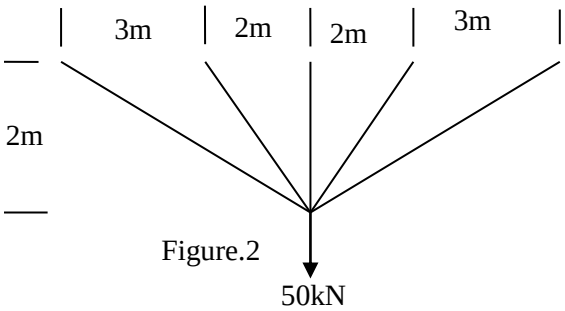

Figure.2
Q.4 Analyze the truss as shown in the figure.2 by member stiffness matrix method only for temperature load (no external loads) and tabulate the forces in the member. The extreme members of two ends are heated by 80°C only. (Use of symmetry is allowed.) Assume the value of α=1.2x10^{-6}/°C/m, E=2x10^{8}kN/m^2 and A=1000mm^2. **14**
Q.4 Analyze the truss as shown in the figure.2 by member stiffness matrix method and tabulate the forces in the member under external loads and loading due to shortness of middle member by 10 mm. (Use of symmetry is allowed.) Assume the value of E=2x10^{8}kN/m^2 and A=1000mm^2. **14**